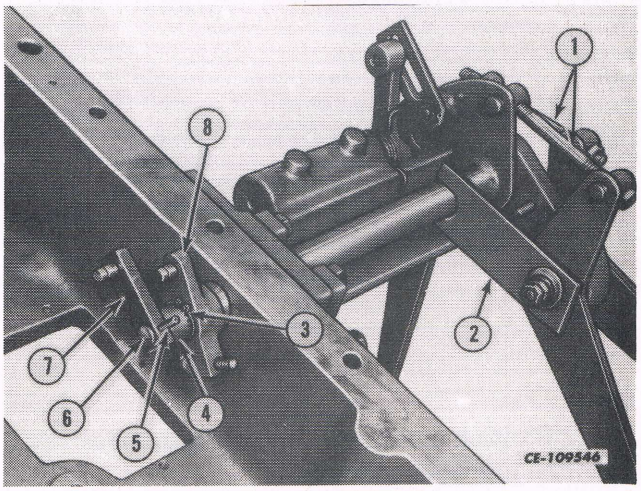

Fig. 14
18. Remove the variable flow valve assembly with position and draft control shaft as follows (See Fig. 14):
a. Remove the inner retaining plate (2) and outer retaining plate from the control levers. Remove the Belleville washers.
b. Remove the roll pin (5) from the load control shaft (6) and draft sensitivity control lever assemblies (7).
c. Remove the load control shaft spacer (4).
d. Remove the snap ring (3) from the slow motion actuating lever assembly (8) and positioning control lever.